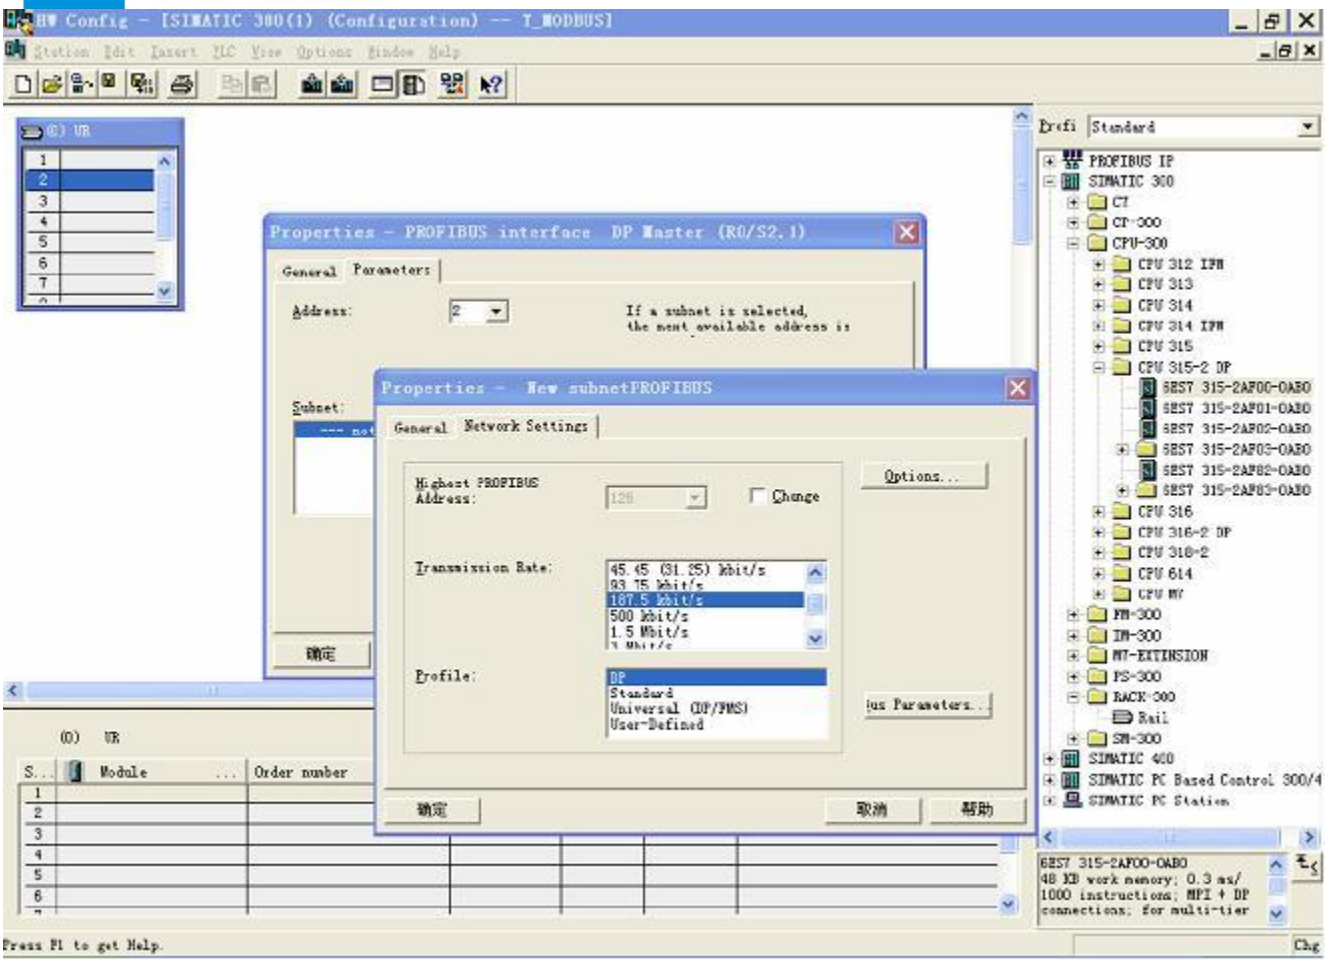

图 10
3. 创建 PROFIBUS DP 网络，设置 PROFIBUS DP：New->Network settings，选择 DP，选择一个波特率如 187.5Kbps，然后 “OK”，双击它；如图 10：